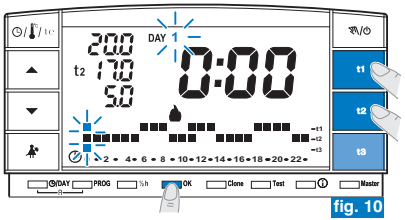

fig. 10
- Confirmar por cada hora del día el tipo de temperatura deseada (Confort, Ahorro, Ausencia) con las teclas **t1**, **t2** y **t3** (cada presión confirma y desplaza el digito a la hora siguiente, la hora respectiva aparece en la pantalla) hasta completar el cuadro diario con las 24 horas del día L**unes**; los dos digitos parpadean en la hora **0:00** (ej. fig. 10).